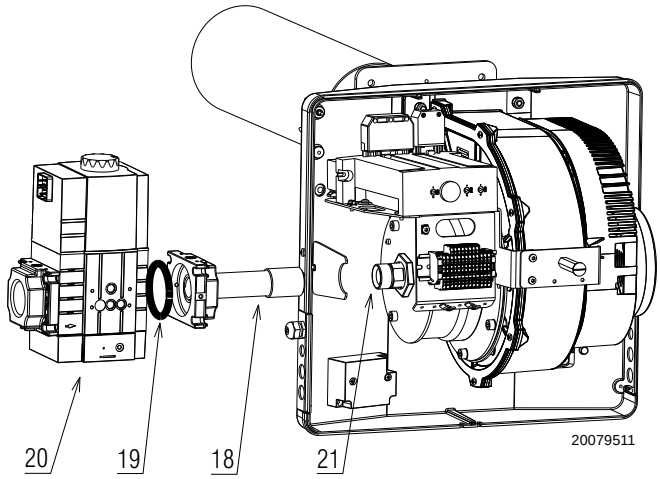

Fig. 11
- ➤ Fix the gas valve 20) to the flange (Fig. 11) using the 4 screws 18)(Fig. 11) supplied as standard.
- ➤ Be aware of the presence of the gasket 19)(Fig. 11) and the gas seal.